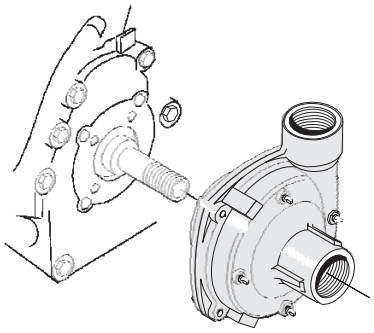

Рис.4
5. Установите фланец на двигатель. Убедитесь, что отверстие на фланце совпадает с отверстием на двигателе. См. рис. 4.